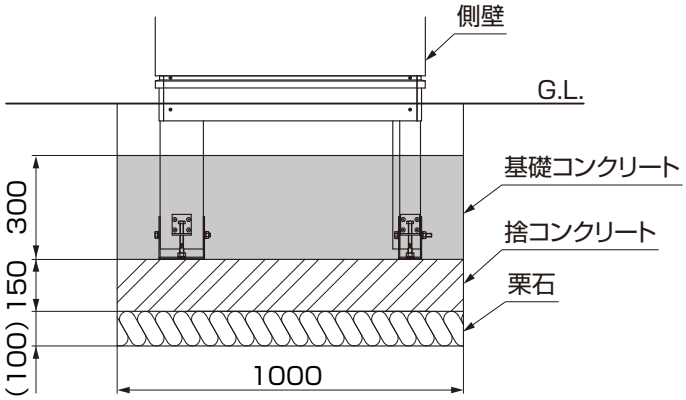

図6-8
①【4-12】を外して間口ガイド材固定金具から間口寸法ガイド材を取外してください。
②【4-13】を外して前柱から間口ガイド材固定金具を取外してください。
③基礎コンクリートを300mmの厚さで打設してください。(図6-8参照)